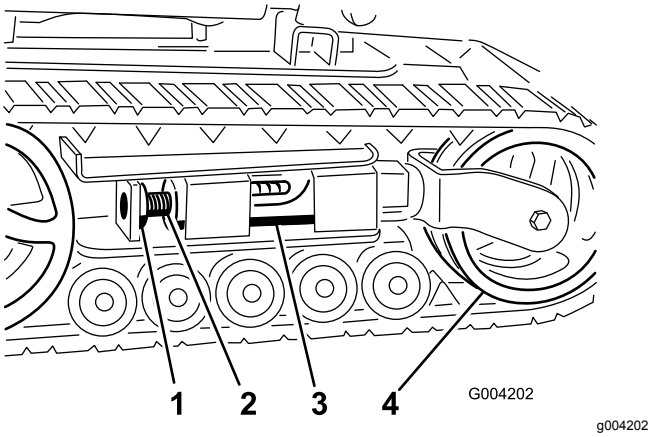
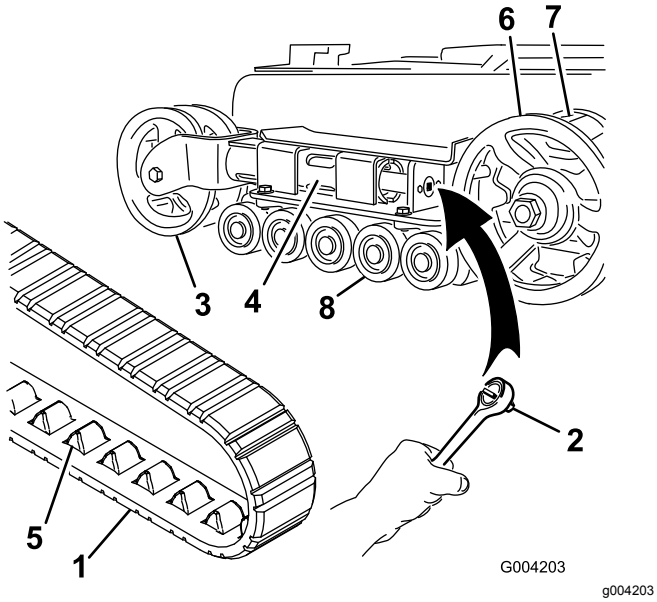
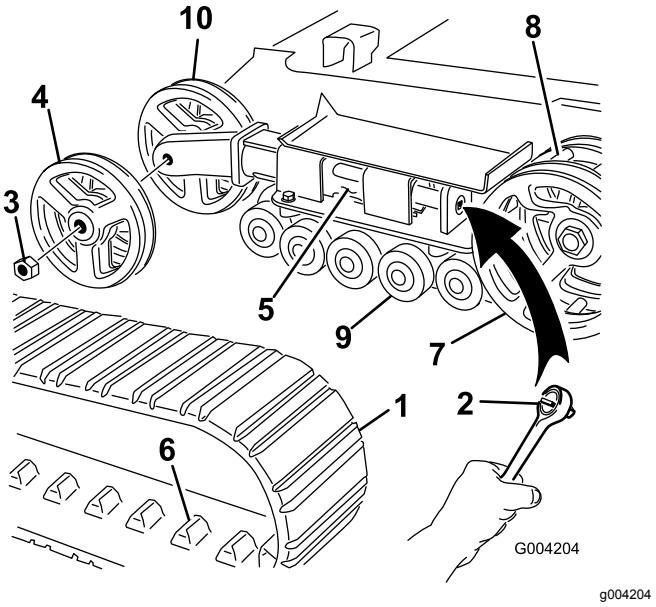

**Figur 47**
**Figur 48**
**Figur 49**
4. Ta bort låsbulten och muttern (Figur 47).
6. Rikta in den närmaste skåran i spännskruven med låsbultens hål, och säkra skruven med låsbult och mutter (Figur 47).
**Obs:** Du har smala larvband om de främre spännhjulen sitter inuti en klyka i änden på spännröret (Figur 48).
5. Använd en ½-tums hylsnyckel och lossa drivspänningen genom att vrida spännskruven medsols (Figur 47 och Figur 48).
6. Tryck spännhjulet mot bakre delen av enheten för att flytta spännröret mot ramen (Figur 48).
8. När larvbandet har avlägsnats från spännhjulet ska du ta loss det från drivhjulet och väghjulen (Figur 48).
9. Börja vid drevet och dra det nya larvbandet runt det. Kontrollera att spåren på larvbandet passar in mellan kuggarna på drevet (Figur 48).
10. Tryck in larvbandet under och mellan väghjulen (Figur 48).
**Obs:** Du har breda larvband om de främre spännhjulen sitter på sidorna av spännrörets ände (Figur 49).
5. Använd en ½-tums hylsnyckel och lossa drivspänningen genom att vrida spännskruven medsols (Figur 47 och Figur 49).
6. Tryck spännhjulet mot bakre delen av enheten för att flytta spännröret mot ramen (Figur 49).
7. Ta bort muttern som håller fast det yttre spännhjulet, och ta därefter bort hjulet (Figur 49).
8. Ta bort larvbandet (Figur 49).
9. Ta bort muttern som håller fast det inre spännhjulet, och ta därefter bort hjulet (Figur 49).
13. Montera det inre spännhjulet och fäst det med den mutter som avlägsnades tidigare (Figur 49).
15. Montera det nya larvbandet, och kontrollera att tapparna på bandet passar in mellan kuggarna mitt i drevet (Figur 49).
16. Montera det yttre spännhjulet och fäst det med den mutter som avlägsnades tidigare (Figur 49).
6. Sätt den infettade väghjulshatten över bulthuvudet (Figur 48).
7. Fäst väghjulshatten med låsringen (Figur 48).